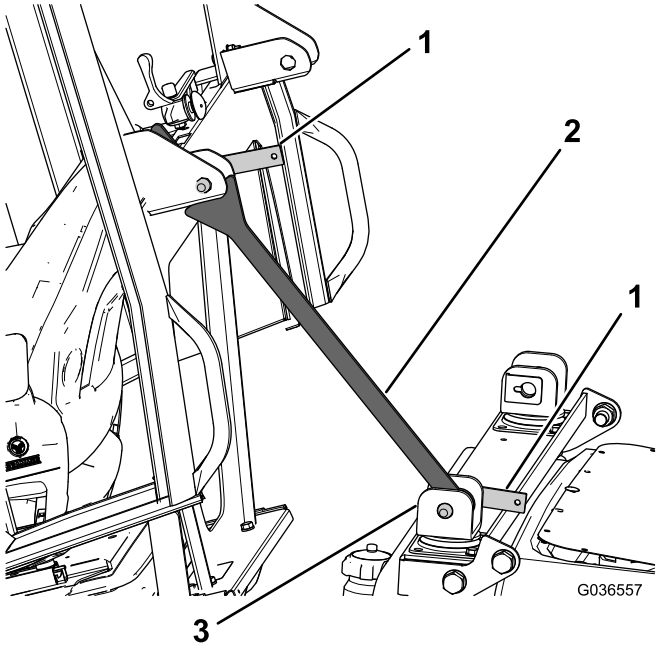

Figur 14
C. När säkerhetsstödet är fastlåst vrider du tvärbalksfästet mot hytten så att det vilar mot fästet på hyttens baksida (Figur 14).
D. För in den andra låsspaken genom det översta fästet så att säkerhetsstödet låses fast (Figur 14).